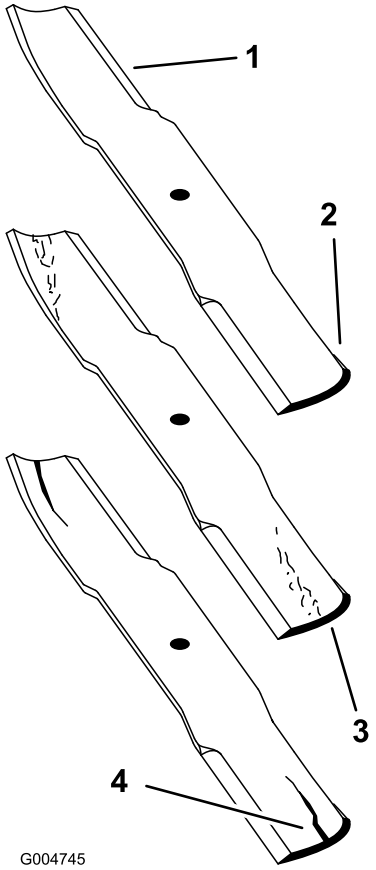

Figur 71
1. Efterse skærekanterne (Figur 71). Hvis kanterne ikke er skarpe, eller hvis de har hakker, skal knivene afmonteres og slibes. Se afsnittet Slibning af knivene.
2. Efterse knivene, især det buede område (Figur 71). Hvis kniven er beskadiget eller slidt, eller hvis der er antydning af en revne i dette område (Figur 71), skal du straks montere en ny kniv.